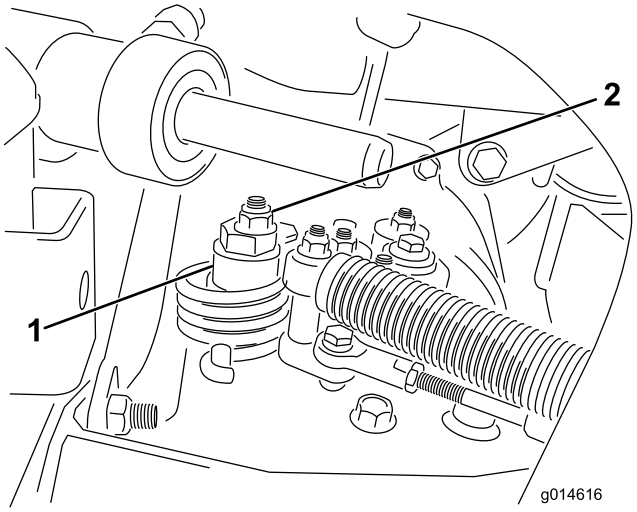

Figure 47
A. Desserrez l'écrou de fixation de l'excentrique en haut de l'hydrostat (Figure 47).
C. Tournez l'excentrique jusqu'à ce que la roue ne tourne plus dans aucune direction. Lorsque la route arrête de tourner, serrez l'écrou pour bloquer l'excentrique et le réglage (Figure 47). Vérifiez le réglage avec la commande d'accélérateur en position bas régime, puis haut régime.